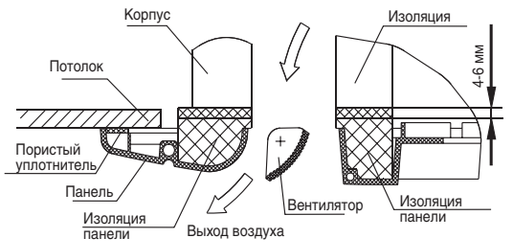

Рис. 4-8
- Затягивайте крепежи до тех пор, пока толщина пористого уплотнителя, расположенного между корпусом блока и панелью не уменьшится до 4-6 мм. Край панели при этом должен плотно соприкасаться с потолочной конструкцией (рис. 4-8).